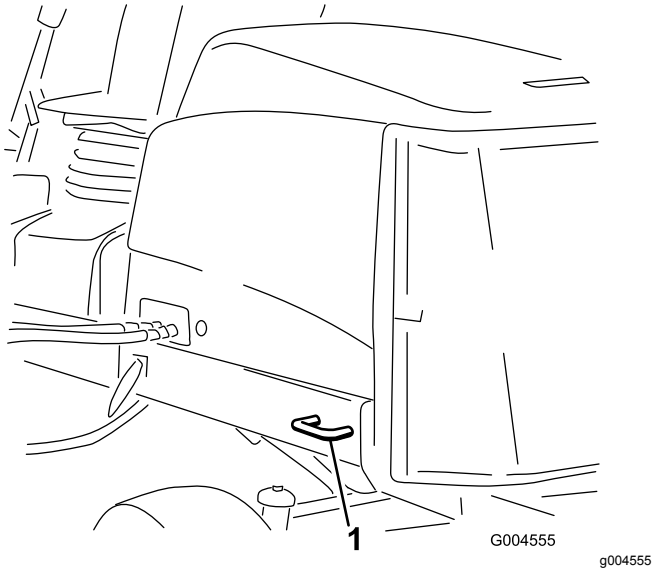

Figur 35
- Bak – på båda sidor av maskinen, på den bakre ramen (Figur 35)